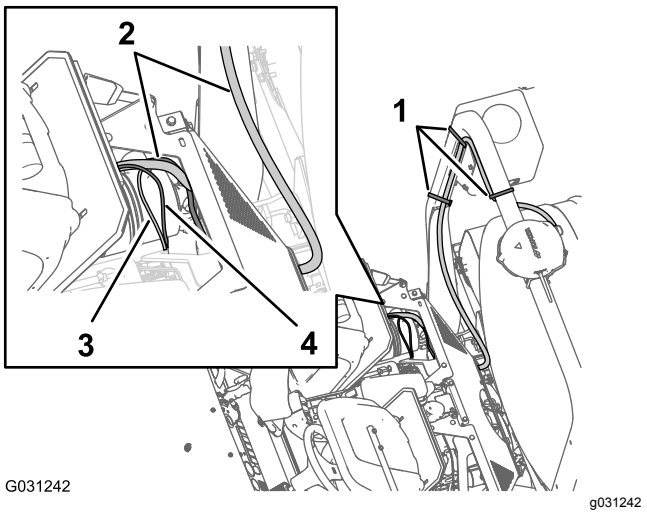

**Figur 160**
1. Før 100 cm afgreningen af det elektriske ledningsnet (Figur 160) med konnektoren med 1 ben ned til det område, hvor det forreste og bageste ledningsnet til maskinen tilsluttes. Se Figur 120 i Tilslutning af forreste og bageste ledningsnet (side 51).
2. Før 100 cm afgreningen af dataledningsnettet (Figur 160) med konnektoren med 4 ben til CAN 2/sprøjtestyreenheden, ned til det område, hvor det forreste og bageste ledningsnet til maskinen tilsluttes. Se Figur 120 i Tilslutning af forreste og bageste ledningsnet (side 51).